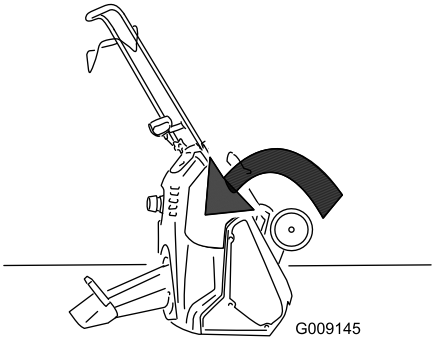

Figur 32
11. Vip sneslyngen frem på forsiden for at gøre det nemmere at montere udstødningspladen (Figur 32).